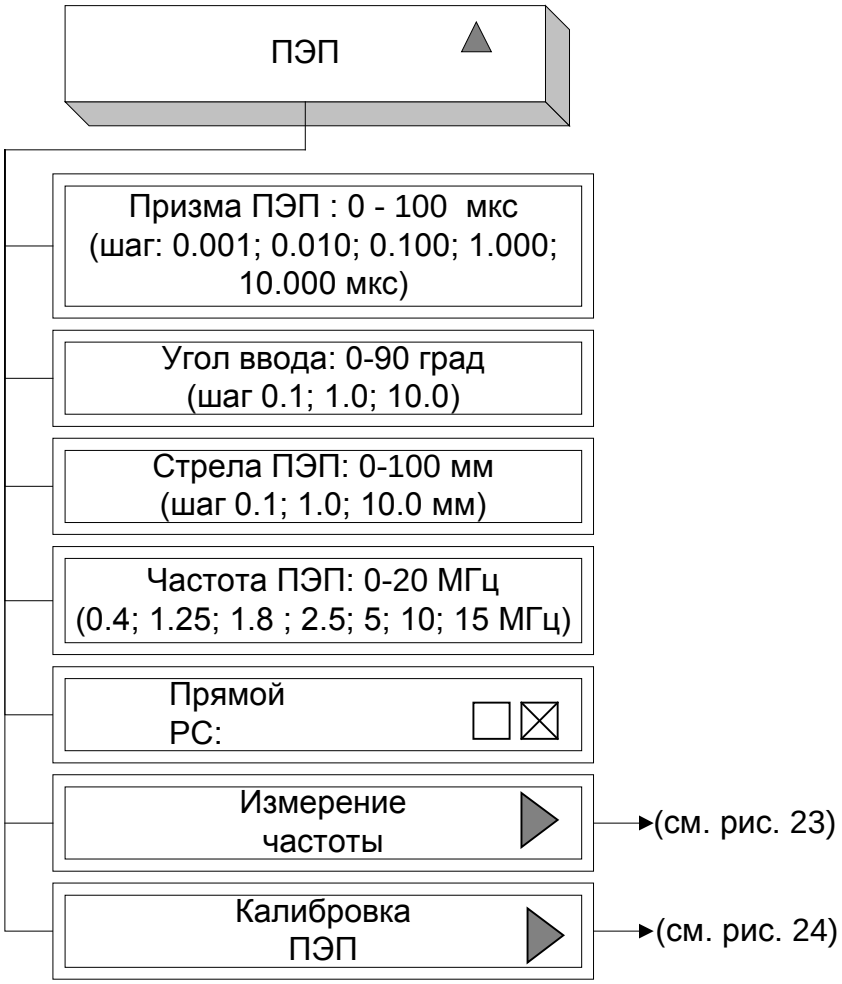

Рисунок 21 – Меню «ПЭП»
6.3.1.7 Меню «**ПЭП**» имеет следующую структуру (рисунок 21):